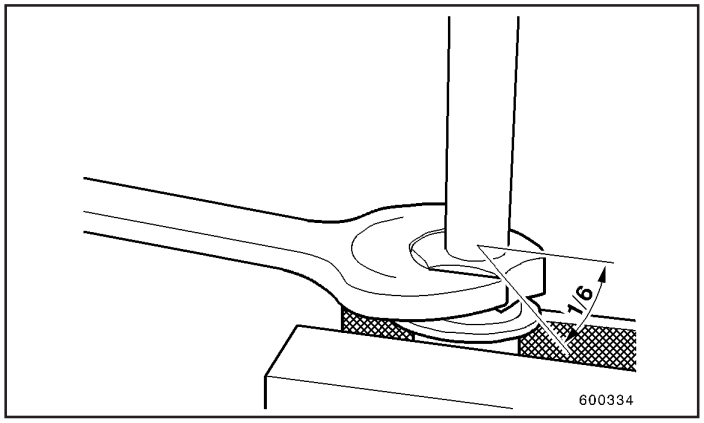

Fig.14
9. Monte a conexão novamente. Aperte a porca de união até perceber resistência ao movimento e, em seguida, gire mais 1/6 de volta (Fig. 14).